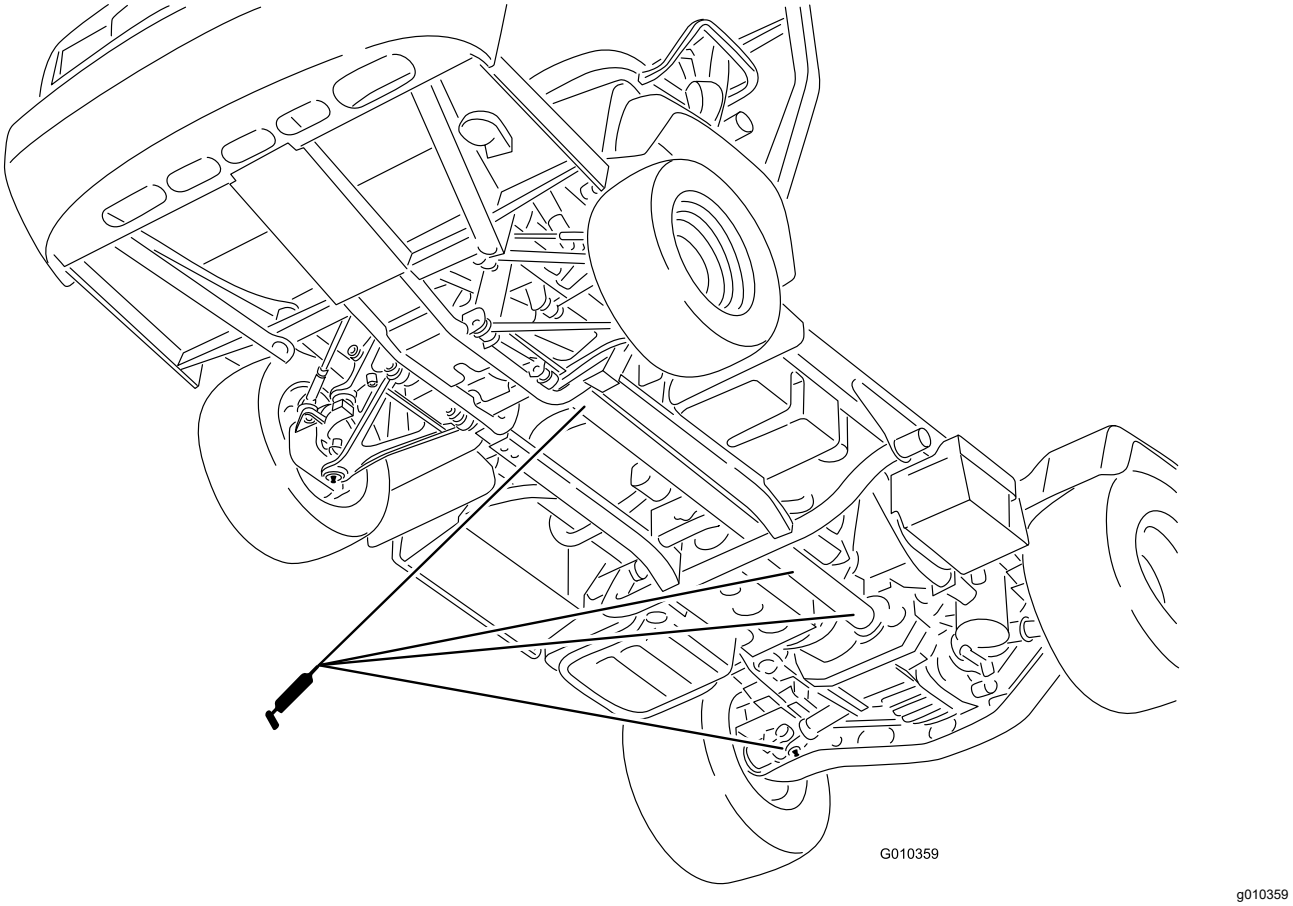

**Figura 32**
- **Articulación en U (18)**; consulte Figura 32
- **Eje de tracción a 4 ruedas (3)**; consulte Figura 32